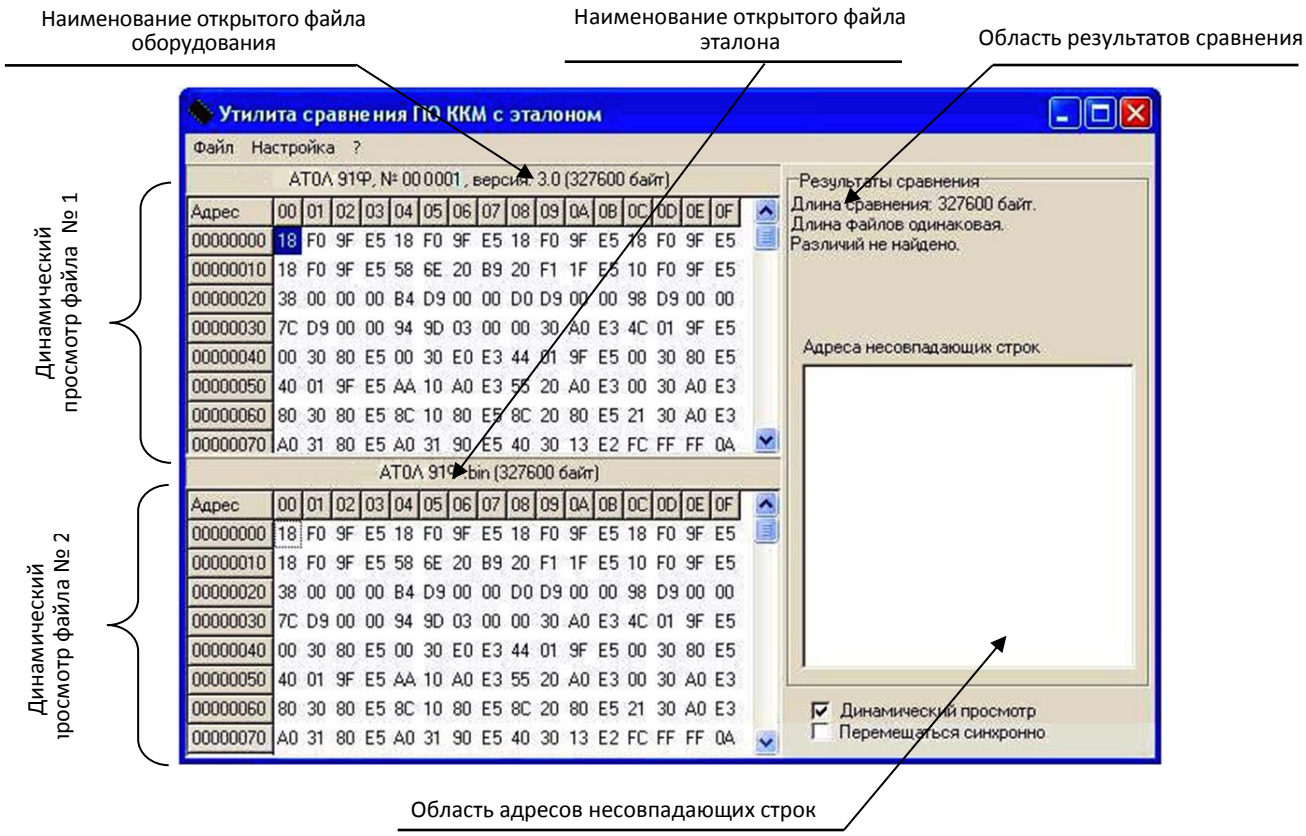

Рисунок 37. Окно утилиты **Comparer.exe** (открыто содержимое файлов эталона и считанного с ККТ)
3. Запустить на ПК утилиту сравнения **Comparer.exe** (смотри рисунок 37).